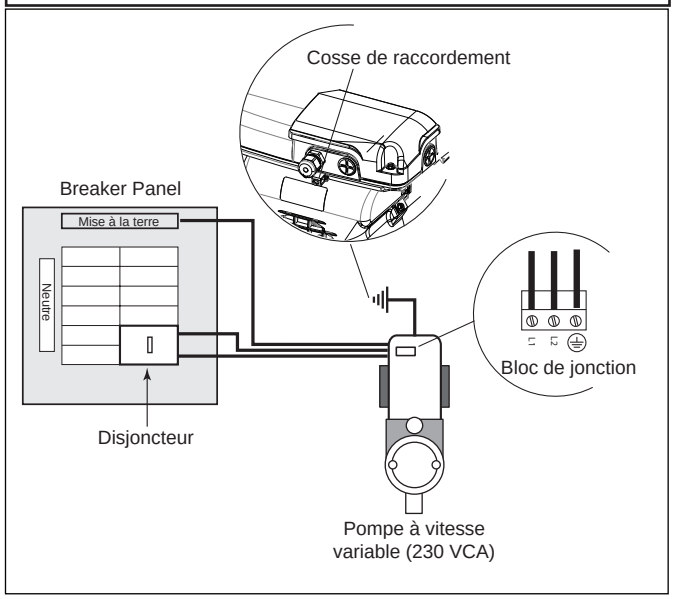

Figure 3. Raccordement du moteur
2. La liaison doit être effectuée à l'aide d'un fil conducteur en cuivre massif de calibre 8 AWG ou plus. Au Canada, un fil de calibre 6 AWG ou plus doit être utilisé. Raccorder le moteur à l'aide de la cosse externe fournie sur le moteur (Voir Figure 3).